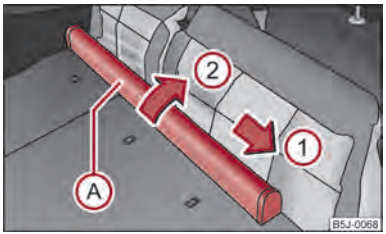

Fig. 55 Sedili posteriori: Alloggiamento rete di separazione bagagli
– Spingere la rete di separazione bagagli Ⓐ ⇒ fig. 55 nel senso della freccia ① ed estrarlo dalle sedi dello schienale destro agendo nel senso indicato dalla freccia ②.